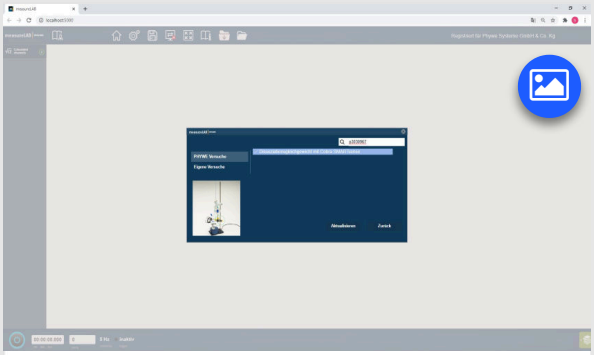

Fig. 3 Load measureLab presets
- Boot the experiment "Dissociation equilibrium with Cobra SMARTsense" (p3030967) (Load experiment). The measurement parameters for this experiment are loaded now (Fig. 3).